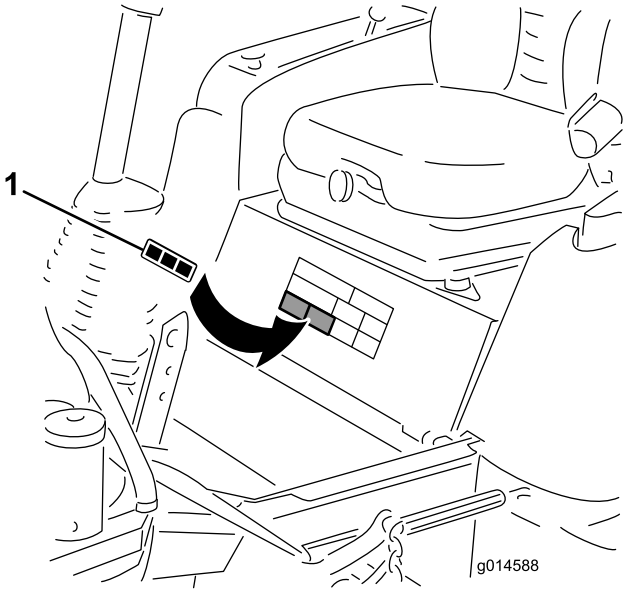

図 9
1. 貼り付けを行う機体部分を十分にきれいにする（図 9）。